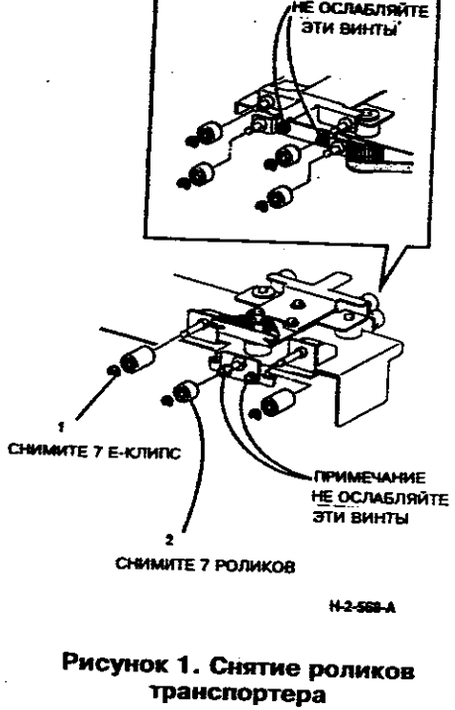

**Рисунок 1. Снятие роликов транспортера**
2. (Рисунок 1) Снимите ролики транспортера.